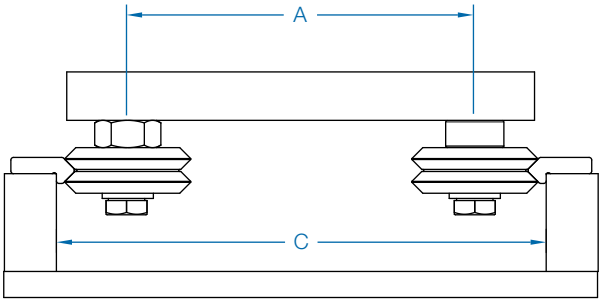

Figure 3 Outboard Mounting
- Outboard Mounting (See Figure 3): A = C - X